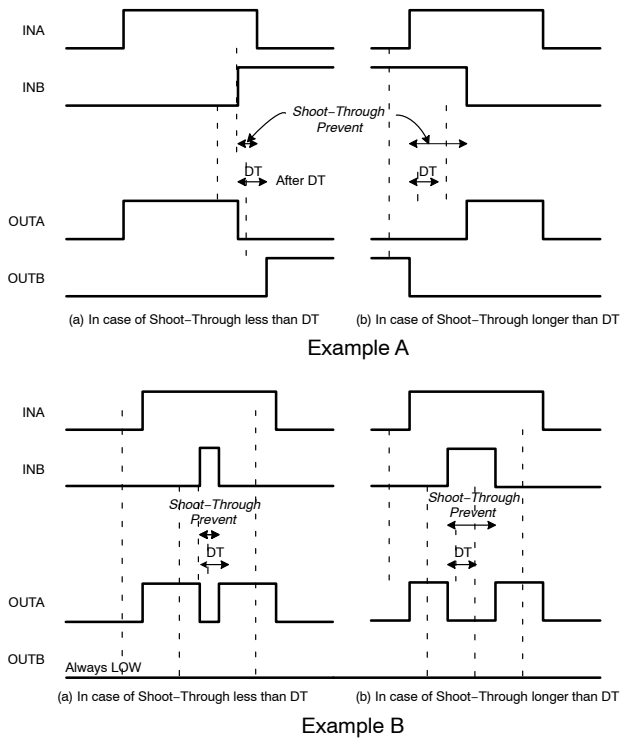

Figure 56. Concept of Shoot−Through Prevention
The cross conduction prevents both high− and low−side switches from conducting at the same time when the dead time (DT) control mode is in half−bridge type, as shown in Figure 56.